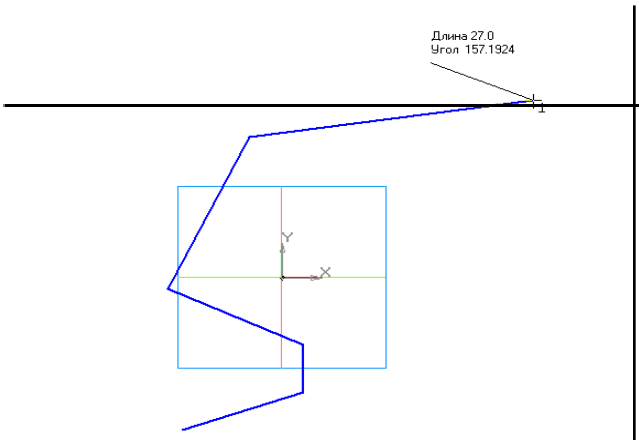
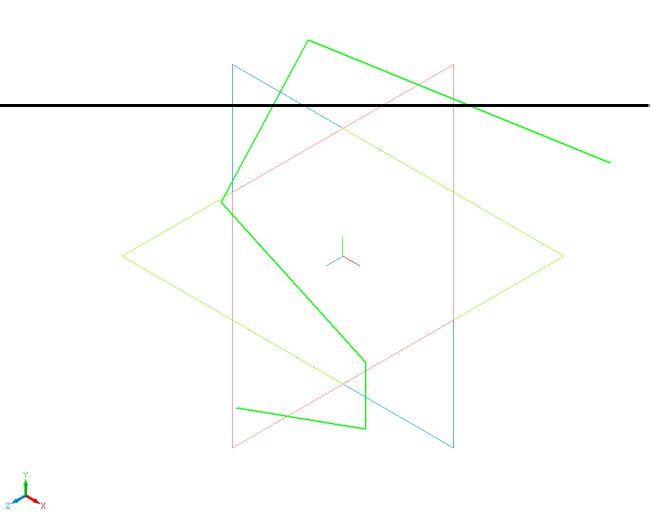

Рис. 2.23. Создание эскиза Ломаная линия.
Рис. 2.24. Эскиз Ломаная линия.
3.5. В рабочем поле задайте последовательными щелчками левой кнопки мыши 5-6 точек перелома в произвольном направлении (рис. 2.23), после чего завершите работу с командой (рис. 2.24) одним из известных вам способов.
3.6. Закончите работу с эскизом (рис. 2.24).